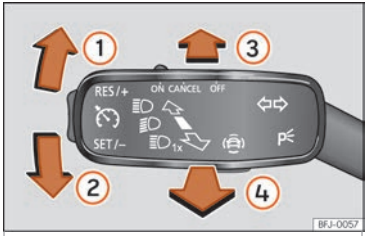

Fig. 94 Levier des clignotants et des feux de route.
- À partir de la position de base, appuyez en avant sur le levier des clignotants et de feux de route ››› fig. 94 ③. L'activation du témoin indique que l'assistant des feux de route est activé.
- **OU :** avec les feux de route activés, tirez vers l'arrière le levier des clignotants et des feux de route ››› fig. 94 ④.